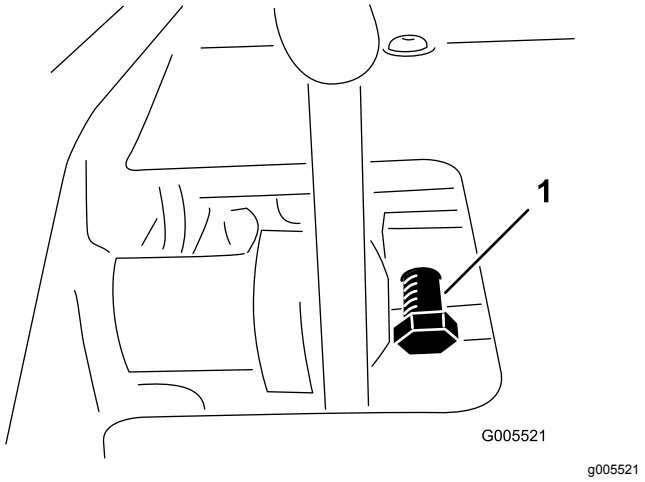

Figuur 55
1. Zet de borgmoer van de pedaalvergrendelingsbout los (Figuur 55).